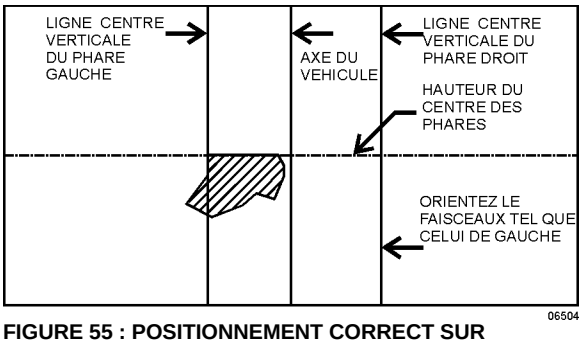

FIGURE 55 : POSITIONNEMENT CORRECT SUR L'ÉCRAN DE LA ZONE LONGUE PORTÉE DES FEUX DE CROISEMENT
5. Les feux de croisement sont orientés de sorte que le bord supérieur (le seuil) de la zone longue portée est à la position verticale selon le tableau 1 et le bord gauche de la zone longue portée est sur l'axe vertical du phare (Figure 55).